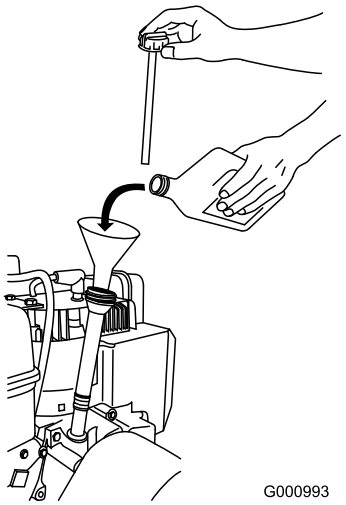

Bild 18
1. Nehmen Sie den Peilstab heraus und füllen Sie das Öl **langsam** in den Einfüllstutzen ein, um den Ölstand auf die Vollmarke am Peilstab anzuheben. **Überfüllen Sie nicht.**(Bild 18).